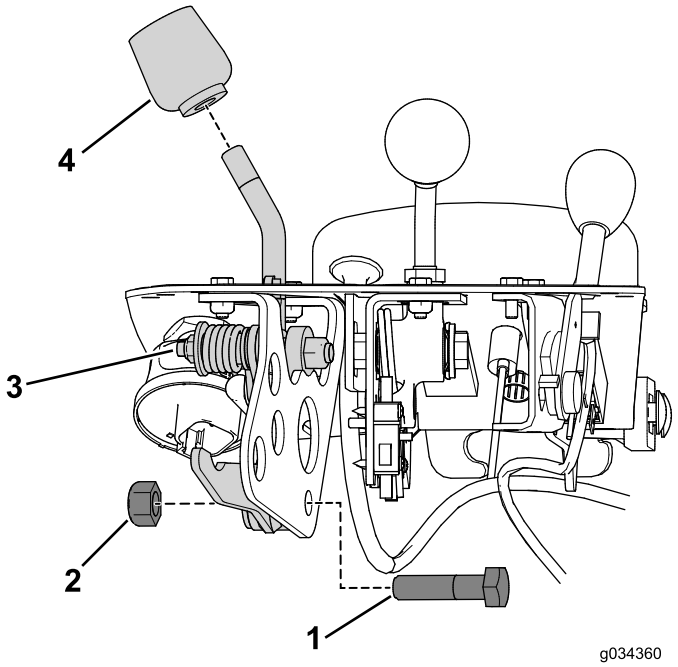

Rysunek 8
6. Odkręć gałkę dźwigni sterowania funkcją (Rysunek 8).
7. Odkręć śrubę i nakrętkę mocujące zespól dźwigni sterowania funkcją do wspornika dźwigni sterowania funkcją (Rysunek 8).